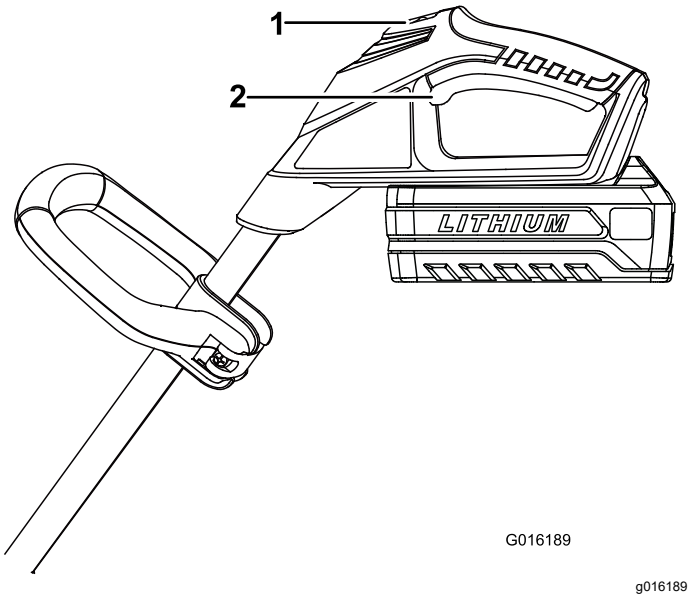

Figura 7
4. Para arrancar la desbrozadora, deslice el interruptor de bloqueo hacia atrás, y apriete el gatillo (Figura 7).